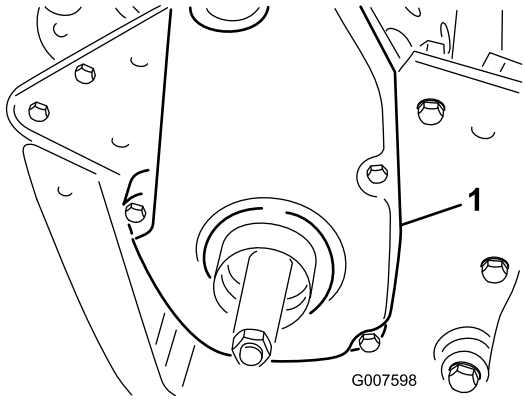

Figur 37
6. Fjern den bageste remskærm på højre side af maskinen (Figur 37).